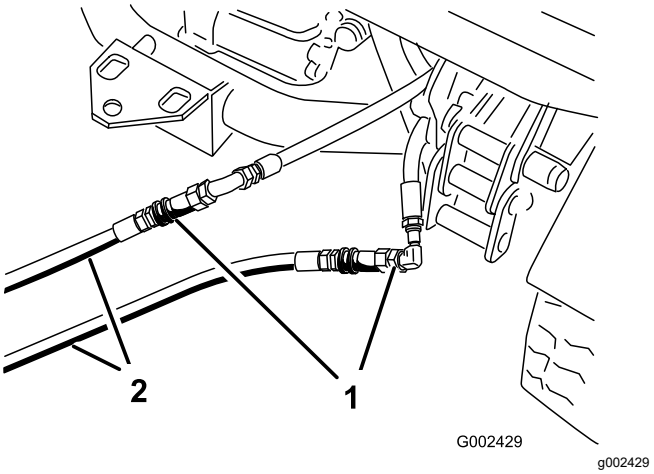

**Figuur 75**
3. Sluit de 2 opstartslangen op de defecte machine aan op de slangen die zijn losgemaakt (Figuur 75).